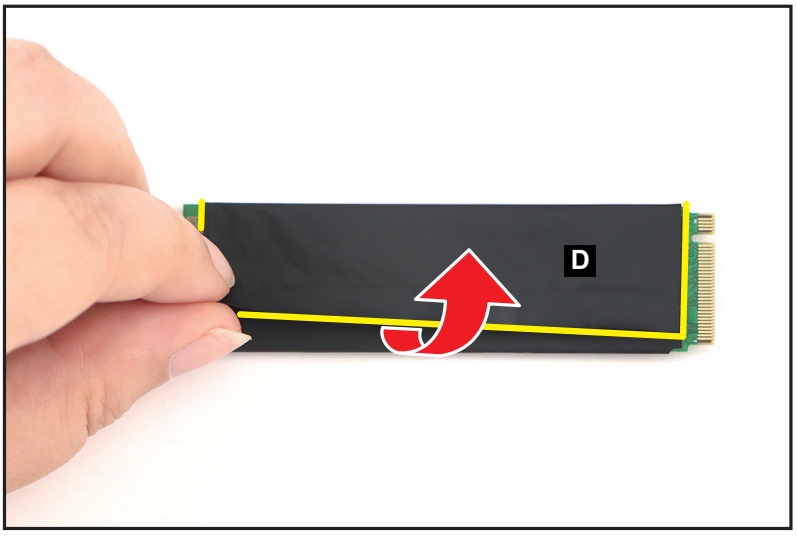
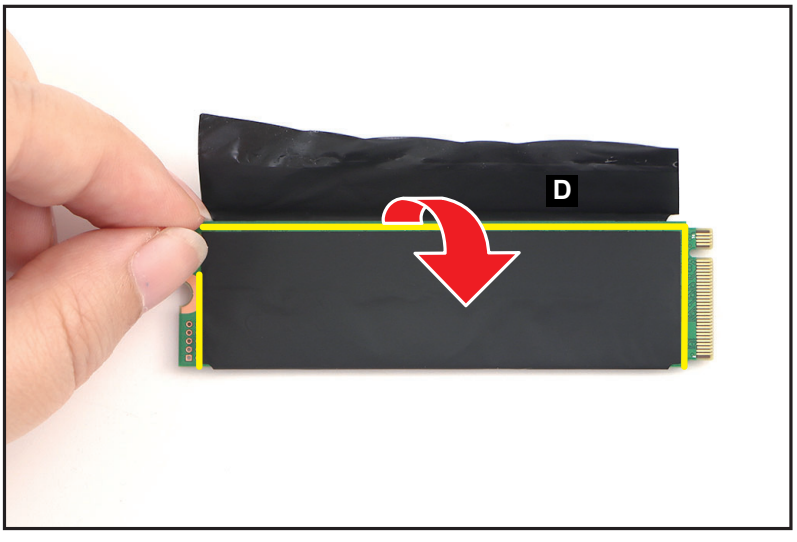

Figure 1-14. SSD Module Removal
Figure 1-15. SSD Module Removal
6. By holding the upper edge of the copper foil with mylar (D), unfold and detach it from the SSD module as shown in Figure 1-14 and Figure 1-15 but DO NOT remove yet!